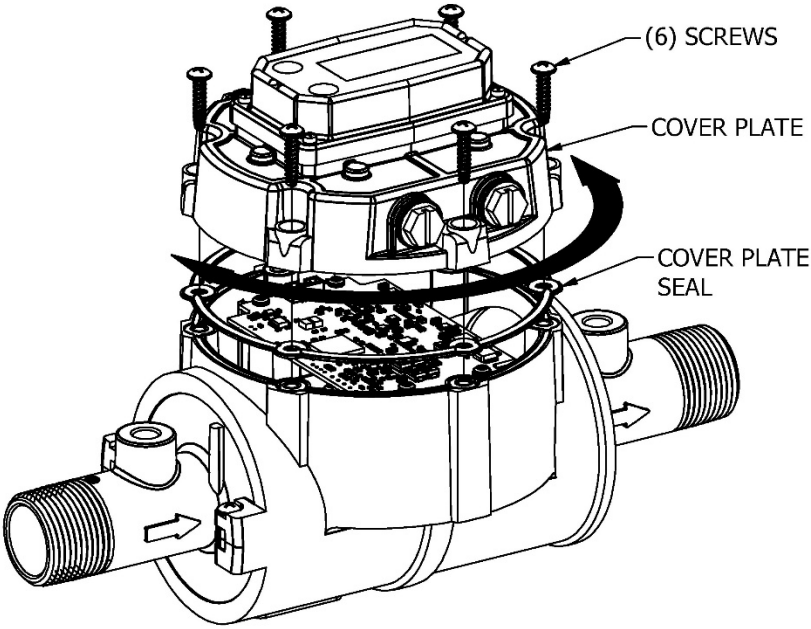

Figure 4c
QSE meters are designed to measure flow in only one direction. If the viewing orientation of the display is upside down in your installation, remove the (6) screws retaining the cover plate to the meter, turn the cover plate with display as required and reinstall the screws (see Figure 4c).